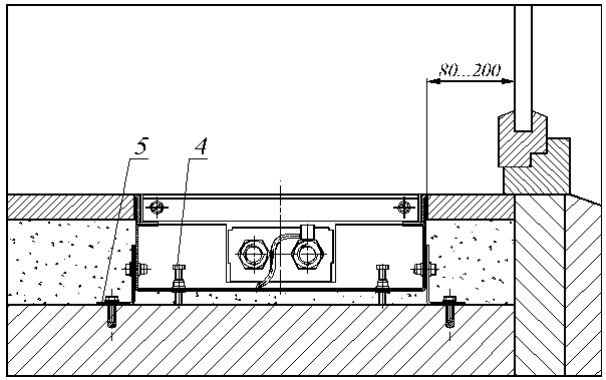

Рис.3
5.2 Конвектор монтируется в пол, для этого необходимо установить секции конвектора в заранее подготовленный канал в полу и выставить их по уровню пола, с помощью упорных болтов 4. Соединить болтами с гайками секции конвектора между собой. Закрепить конвектор опорами 5 к черновому полу (см. Рис.3).